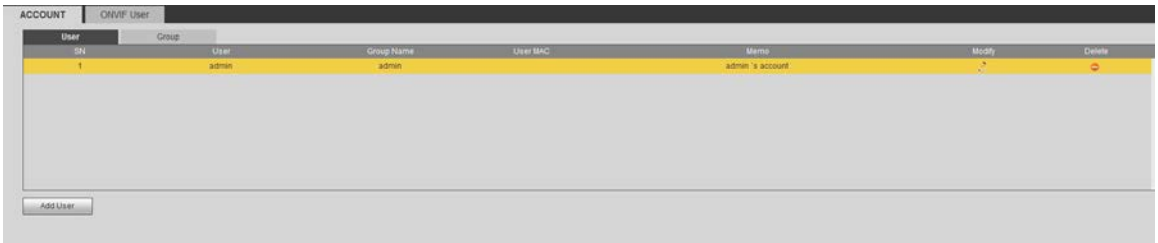

Figure 5-131
Step 1 In Modify user interface, click Modify password box. See Figure 5-131.